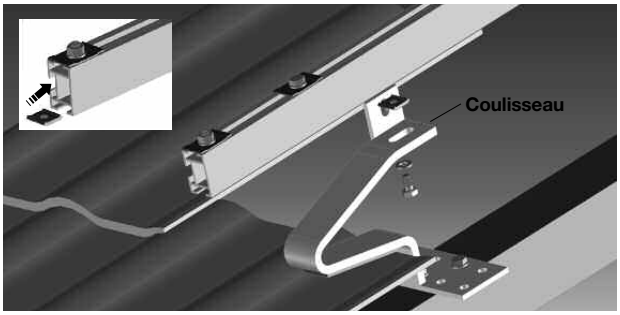
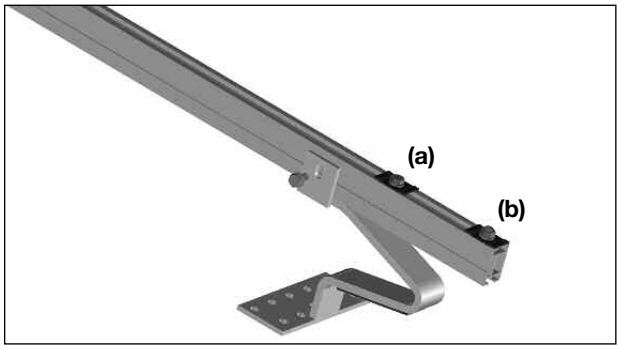

Fig. 7: Installation des rails de montage
Fig. 8: Crochet de couvreur «en bas»
2. Installer les rails de montage sur les crochets de couvreur. Les rails de montage s'installent sur les crochets de couvreur à l'aide d'un coulisseau par en-dessous ou latéralement (voir fig. 8 et 9). Le coulisseau doit être inséré dans le rail (voir fig. 7).